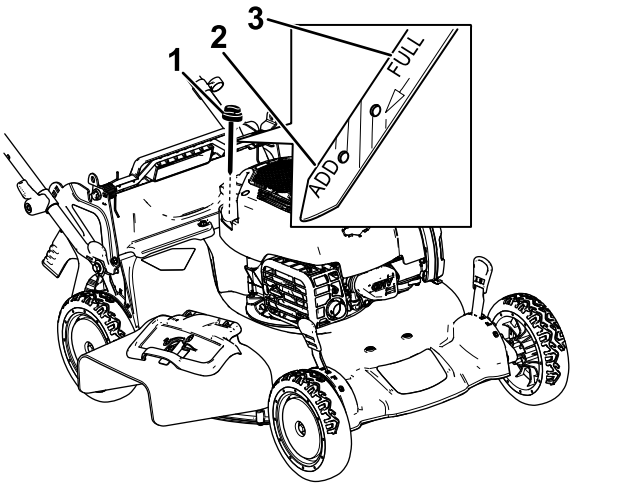

Figura 29
3. Girate il tappo in senso antiorario ed estraete l'asta di livello (Figura 29).
10. Controllate il livello dell'olio sull'asta (Figura 29).